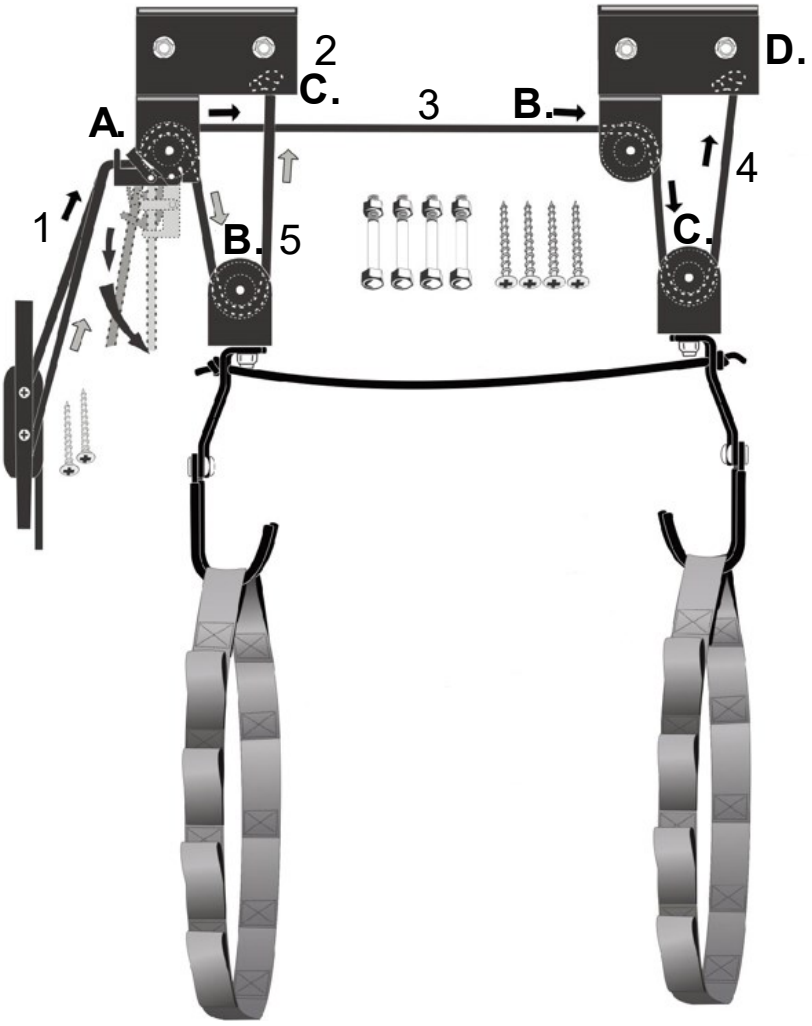

Abbildung 9
Bevor Sie den Haken/das Rollenteil an der Halterung befestigen, die an der Deckenmontageplatte angebracht ist, müssen Sie das Seil durchführen (siehe Abb.9).
1. Nachdem Sie die Halterungen und die Montageplatte an der Decke befestigt haben, müssen Sie das Nylonseil durch das Rollensystem fädeln. Tun Sie dies, bevor Sie die Umlenkrollen einhängen. Beginnen Sie damit, die Seile (2 Seile) durch die Bremsvorrichtung zu fädeln (siehe Abb. 9, Pos. A).